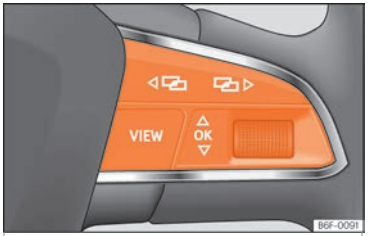

Fig. 137 Right side of multifunction steering wheel: buttons to the menus and informative indications on the instrument panel.
As long as a priority 1 ››› page 109 warning is active, it will not be possible to access any menu. Some warnings can be confirmed and hidden with the button OK of the multifunction steering wheel ››› Fig. 137.
- If a message or vehicle symbol is displayed, press the button OK ››› Fig. 137; if necessary, several times.
- To change menus, use buttons ◁ or ▷ ››› Fig. 137.
- To open the menu or the information displayed, press the button OK ››› Fig. 137 or wait a few seconds until the menu or the informative display opens automatically.
- In the menu displayed, turn the right thumbwheel of the multifunction steering wheel ››› Fig. 137 until the desired option of the menu is highlighted. The option appears framed.
- Press the button OK ››› Fig. 137 to make the required modifications. A mark indicates that the system or function is activated.
Press the button ◁ or ▷ ››› Fig. 137.